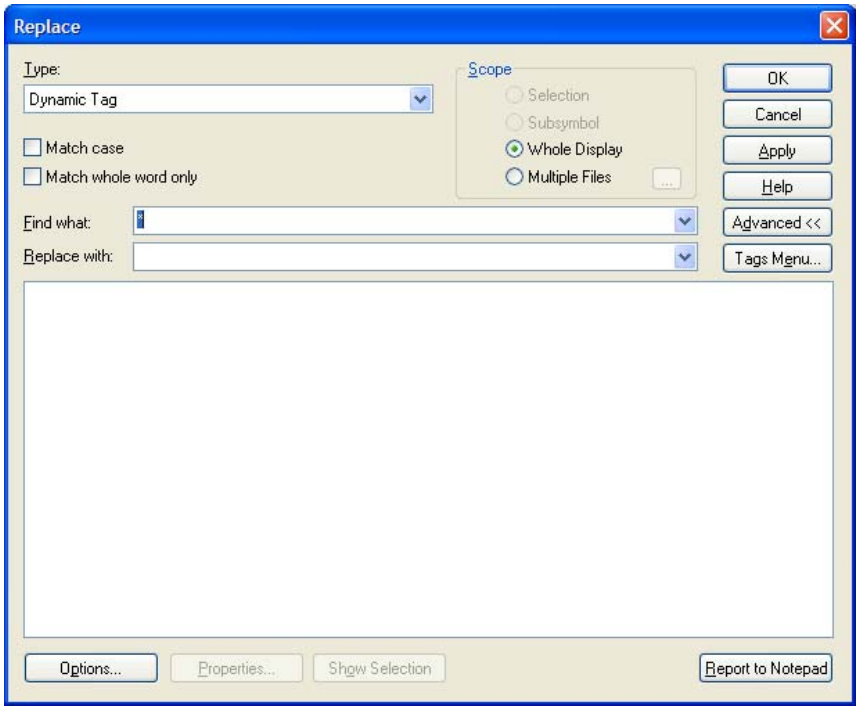

Figure L8.28: Default State of the Replace Tool
11. Select **Replace** from the **Edit** menu in GraphWorX32. The **Replace** dialog will open in its default state, as shown in **Figure L8.28.**